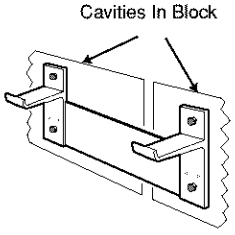

Fig. 1
1. Determine desired location to mount Display Unit. Use the enclosed template for alignment purposes. (fig. 1)
1. Determine desired location to mount the Display Unit. Within this area, position the Wall Bracket so that the four end mounting holes are located over the cavities of the concrete blocks (refer to Figure 1)